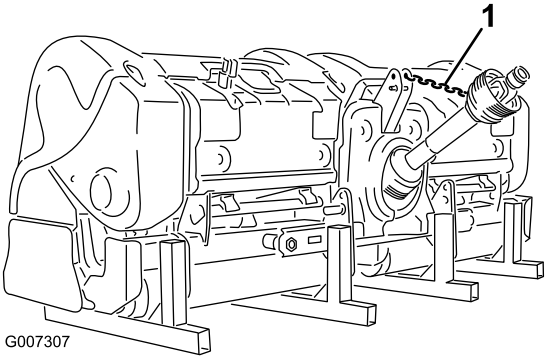

Figur 40
12. Koppla kraftuttagsförtöjningen till kraftuttagsskyddet för att förhindra att kraftuttagsaxeln får markkontakt (Figur 40).